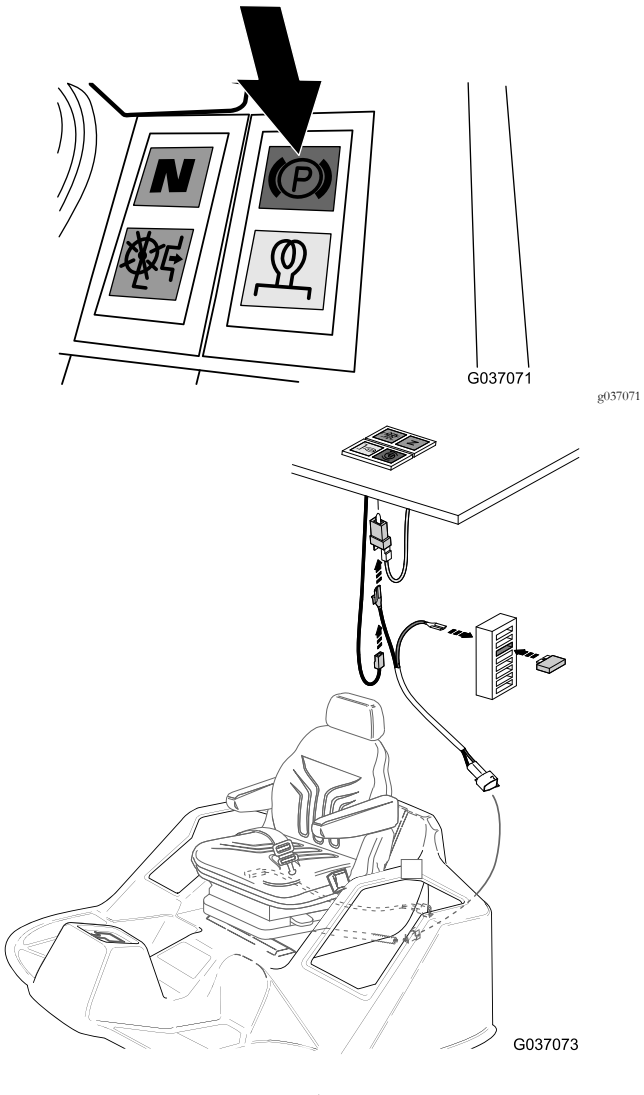
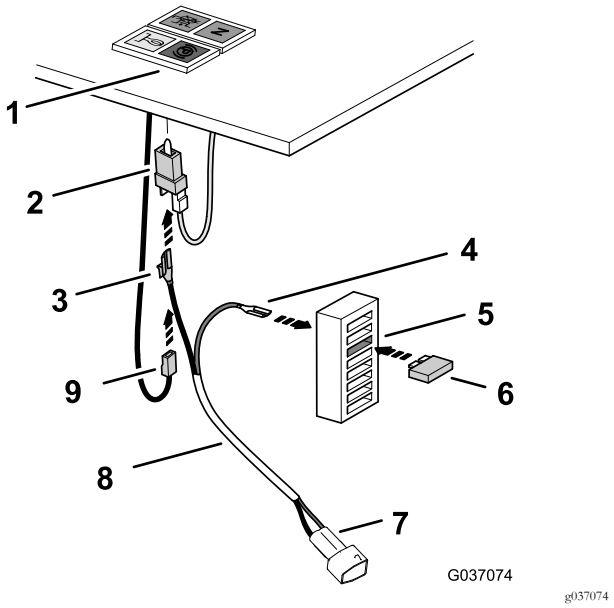

Figur 26
Figur 27
5. Leta reda på parkeringslampans kontakt under kontrollpanelen och ta bort uttagskontakten för den svarta kabeln från parkeringslampans kontakt (Figur 26).
6. Anslut uttagskontakten för den svarta kabeln som du tog bort i steg 5 till bladkontakten för reläkablagets kontakt för kombitrafik (svart kabel) (Figur 26 och Figur 27).
7. Anslut kontakten för kombitrafik till strömställarknivsuttaget för parkeringslampans kontakt (Figur 27).
8. Anslut reläkablagets uttagskoppling (röd kabel) till säkringsblockets bladkontakt på baksidan av säkringsdosan vid den tredje säkringsplatsen räknat från blockets topp (Figur 27).
9. Sätt i säkringen (10 A) i den tredje säkringsplatsen räknat från säkringsblockets topp (Figur 27).